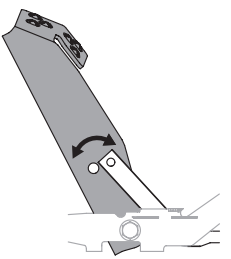

Fig. 37
3. Positionnez la pédale sur la position optimale en fonction des préférences de l'opérateur (Fig. 37).